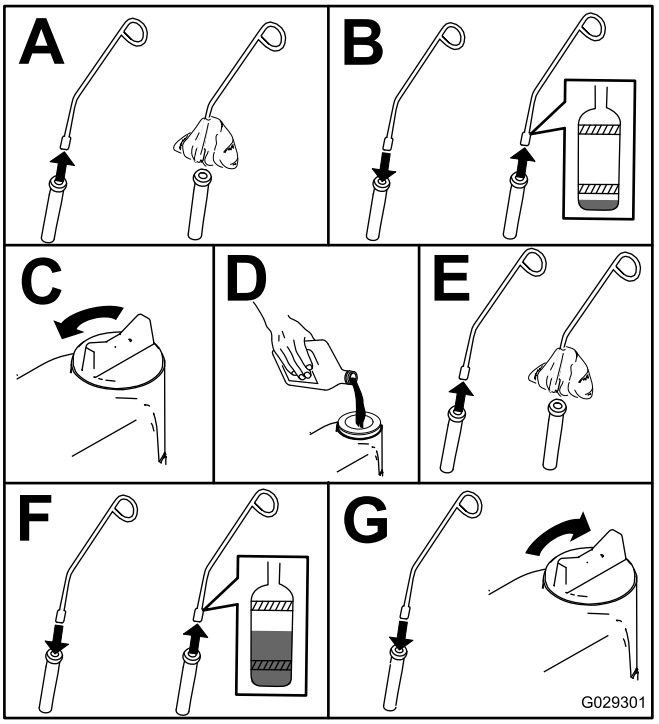

Figuur 26
5. Controleer het oliepeil en vul indien nodig bij met olie (Figuur 26).